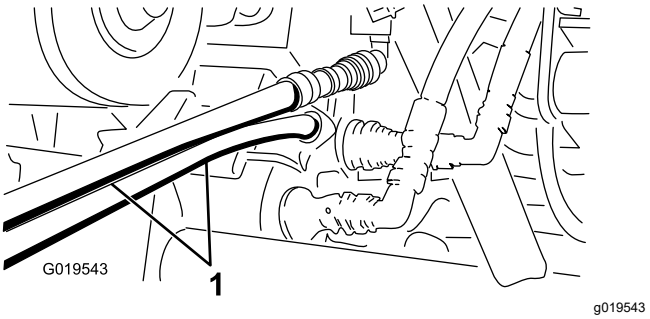

**Figura 68**
5. En la otra máquina, conecte las dos mangueras al acoplamiento que permanece todavía en el soporte de acoplamiento (Figura 68).